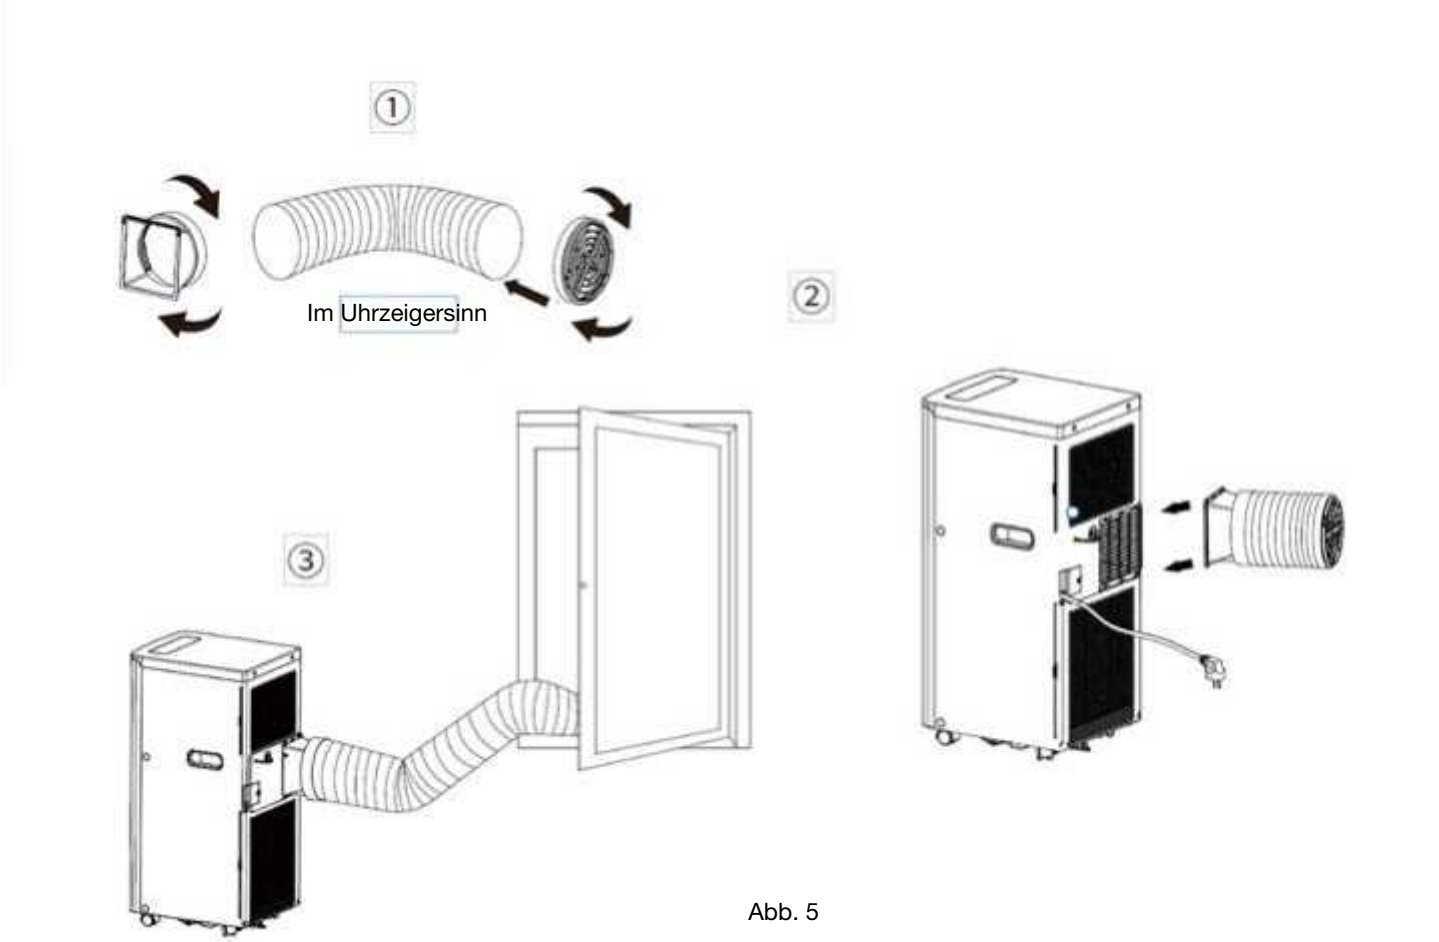

Abb. 5
3. Das andere Ende des Auspuffschlauchs wird an der nahen Fensterbank befestigt (siehe Abb. 5).